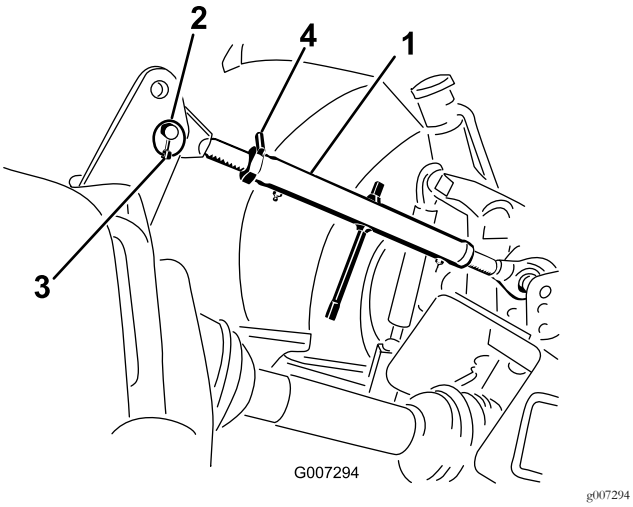

**Figur 8**
1. Tilslut den øverste forbindelse til det nederste hul i beslaget, og fastgør det med kædebolten og ringstiften (Figur 8).
3. Drej den øverste forbindelse for at stramme forbindelsen. Juster den, indtil forenden af dybdelufterens stel er 90 grader i forhold til vandret position (Figur 8).